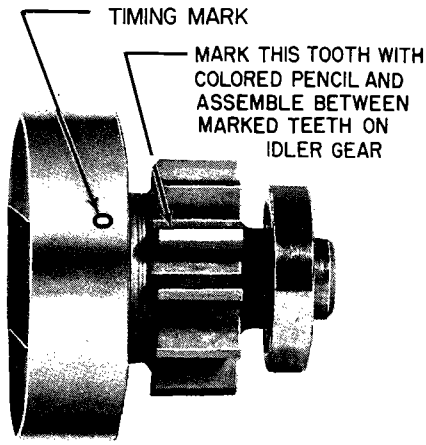
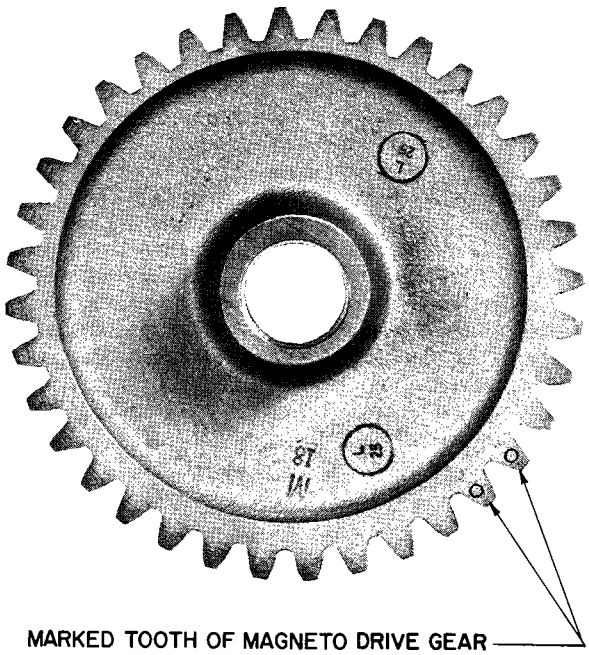

Figure 4-3. Magneto Gear Timing Mark
Figure 4-4. Marked Teeth on Crankshaft Idler Gear
4-28. MAGNETOS (Six Cylinder Engines). See figure 4-1. Assemble a gasket (1), adapter (7) and gasket (6) on the magneto mounting pads. Assemble the ball bearing (12) on the magneto gear and retainer (5) and install the assemblies engaging the marked tooth of the magneto gear (See figure 4-3) between the two marked teeth on the crankshaft idler gear (See figure 4-4). Install the drive cushions (11) in the retainer.